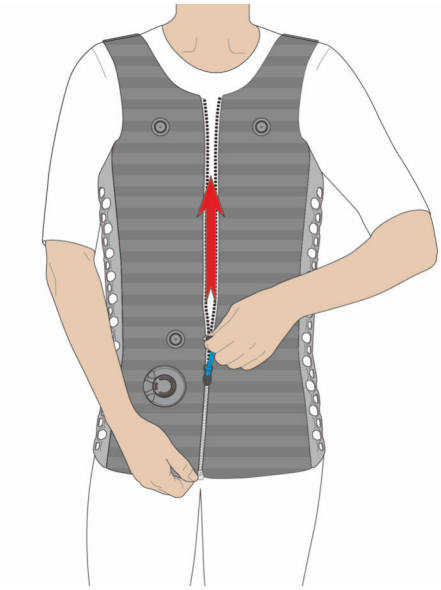

Fig. 36: Closing the i-body®
4. Close the i-body® with the zipper (Fig. 36).